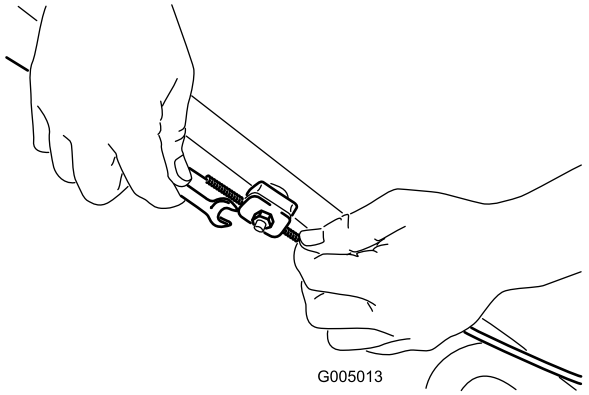

Figure 28
1. Desserrez l'écrou du support de guidage du câble (Figure 28).